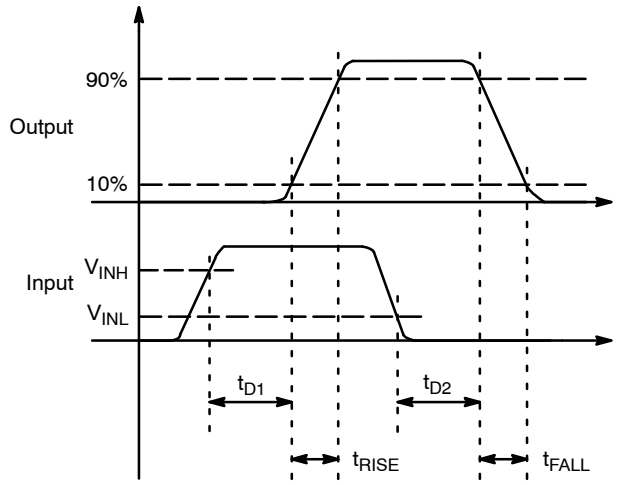
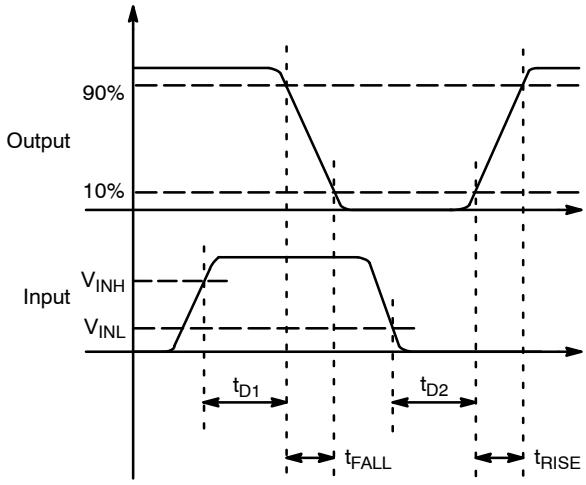

Figure 6. Non−Inverting
Figure 7. Inverting
9. *See Timing Diagrams of Figure 6 and Figure 7.*